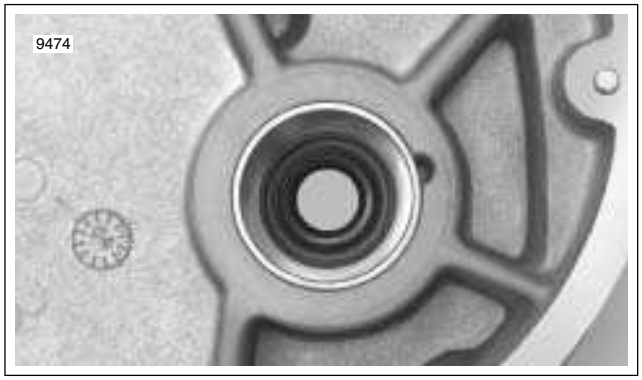

Figure 6-26. Install Jackshaft Lip Seal with Open Side of Seal Carrier on the Clutch Side
3. With the open side of the seal carrier facing up, place lip seal in the jackshaft bore. See Figure 6-26.